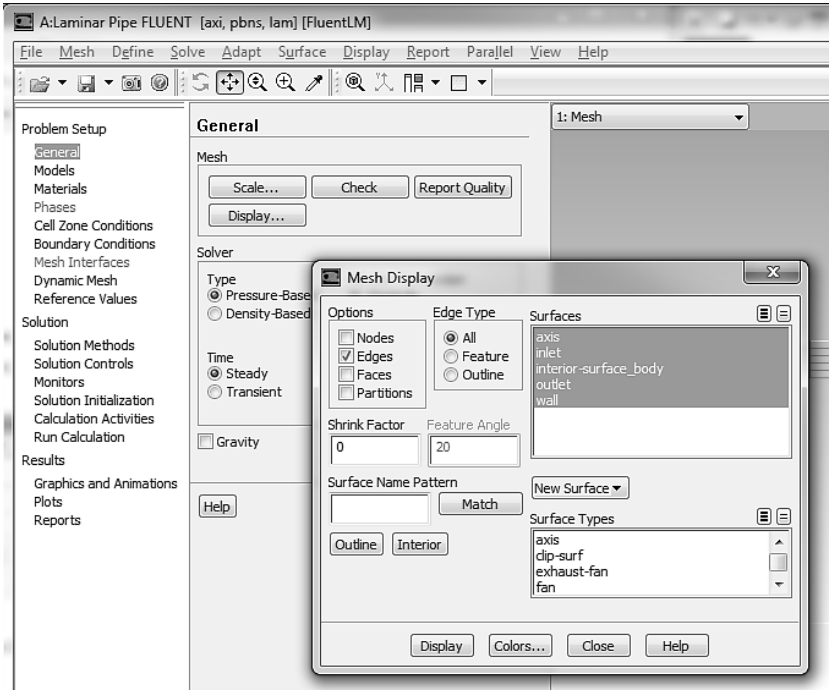

Рис. 37.
4) Для изображения сетки в графическом окне следует в разделе Problem Setup, который находится в левой части рабочего окна, выбрать General, затем кликнуть по кнопке Display. Появится окно Mesh Display, рис. 37.